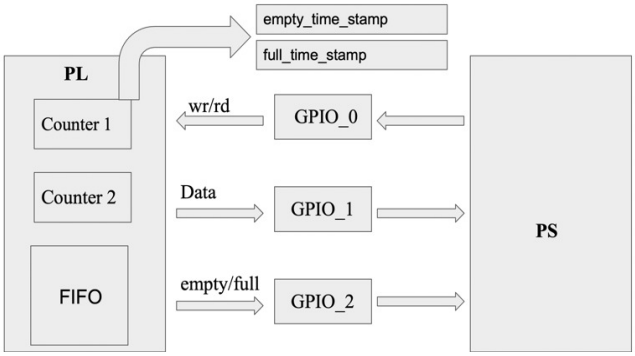
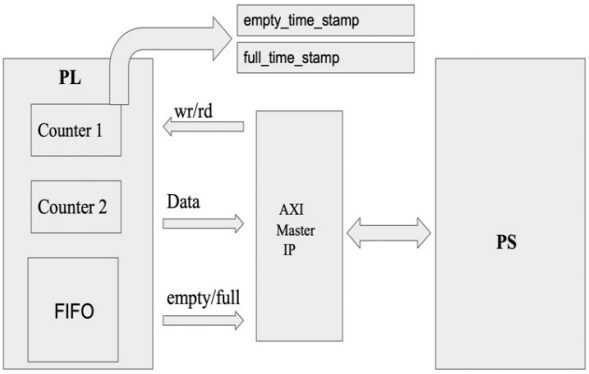

Fig. 1 Block Diagram of the Data transfer using AXI GPIO
Fig. 7 Block Diagram of the Data transfer using AXI Master IP
- In Fig 1 PL block contains two counters named counter1 and counter2, which required a clock for running, so for that, these fabric clocks will be used.
- In Fig 1 PL block contains one FIFO, used for data transfer between PL and PS.
Fig 7 shows the Block Diagram of data transfer using AXI Master IP between PL and PS. In AXI GPIO Data transfer method it consumes more CPU time, instead of using three GPIOs in Fig 1 if we replace those GPIOs with AXI master IP, then we can transfer data with high speed with less involvement of the CPU. The components used in the AXI GPIO Data transfer method, same components, and logic used in AXI master IP method. But the main difference is, here AXI Master IP takes care of all the handshaking signals and data requests.